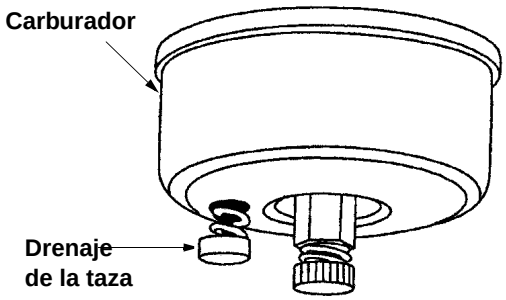

Figura 16
3. Drene el carburador presionando hacia arriba el drenaje de la taza, ubicado debajo de la cubierta del carburador. Ver Figura 16 .